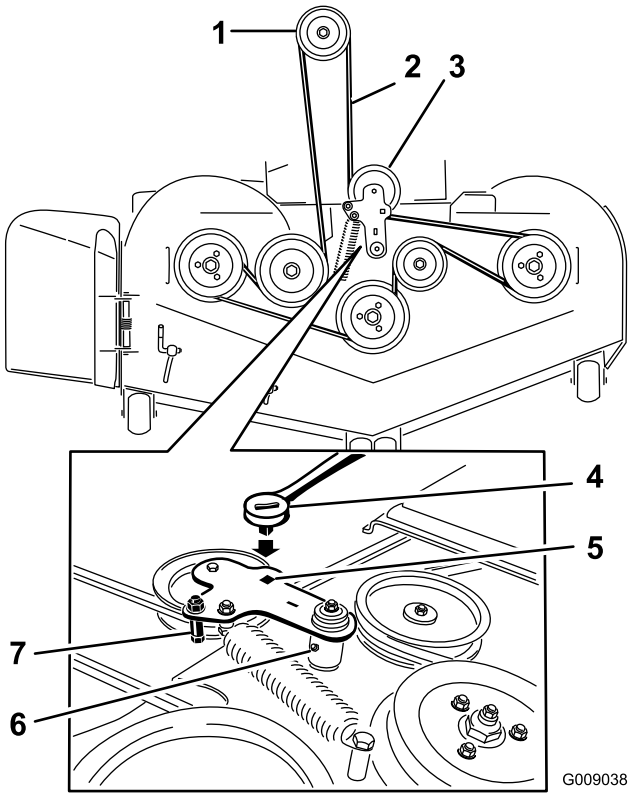

Figur 98
6. Løft vognbunden op, og stik en skralde i det firkantede hul i skjoldstyrearmen (Figur 98).
7. Drej skjoldstyrearmen med uret, og tag plæneklipperremmen af (Figur 98).